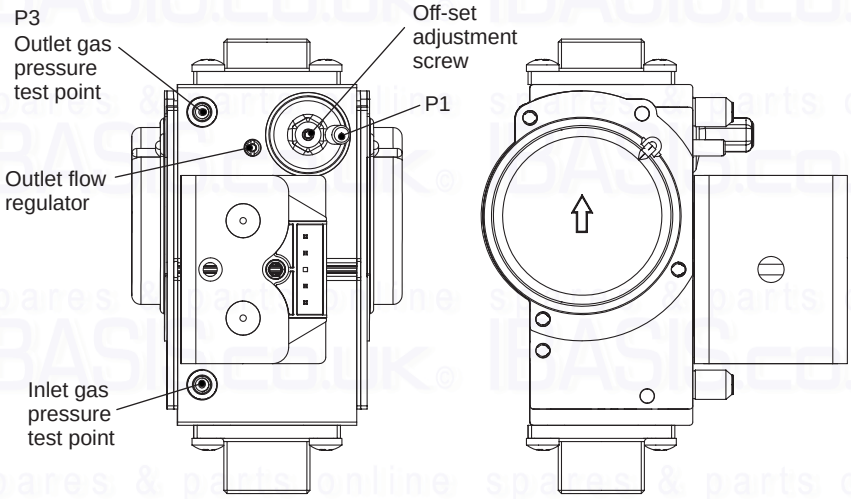

**Fig. 21**
2. Loosen the gas inlet pressure test point screw on the gas valve (see Fig. 21). Ensure the gas supply is on and open the boiler service cock to purge in accordance with BS 6891.